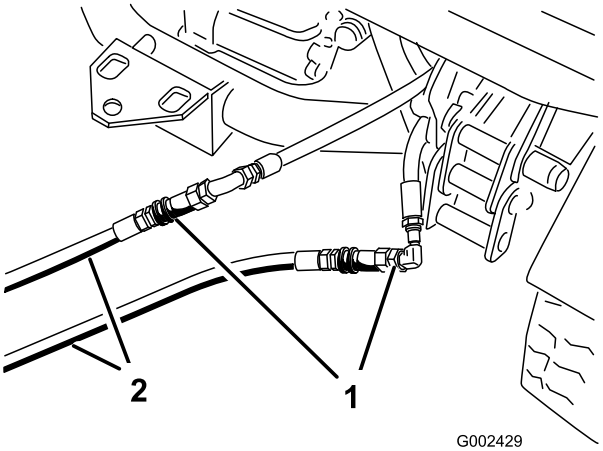

Figura 76
3. Sulla macchina in panne collegate i due tubi d'intervento ai tubi scollegati in precedenza (Figura 76).